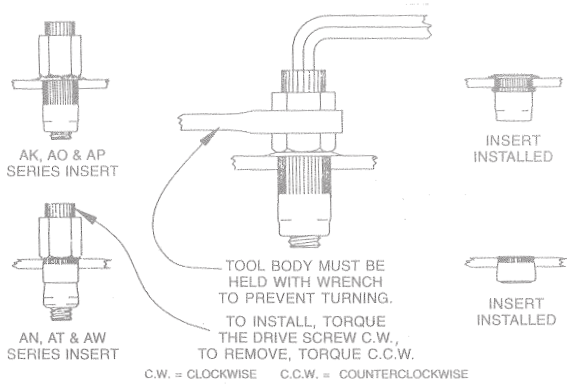

fig. 8
7. Assemble the nutsert and nutsert tool together and insert into the 17/32" hole. Review diagram below on how to attach the nutsert to the vehicle. (fig. 8).